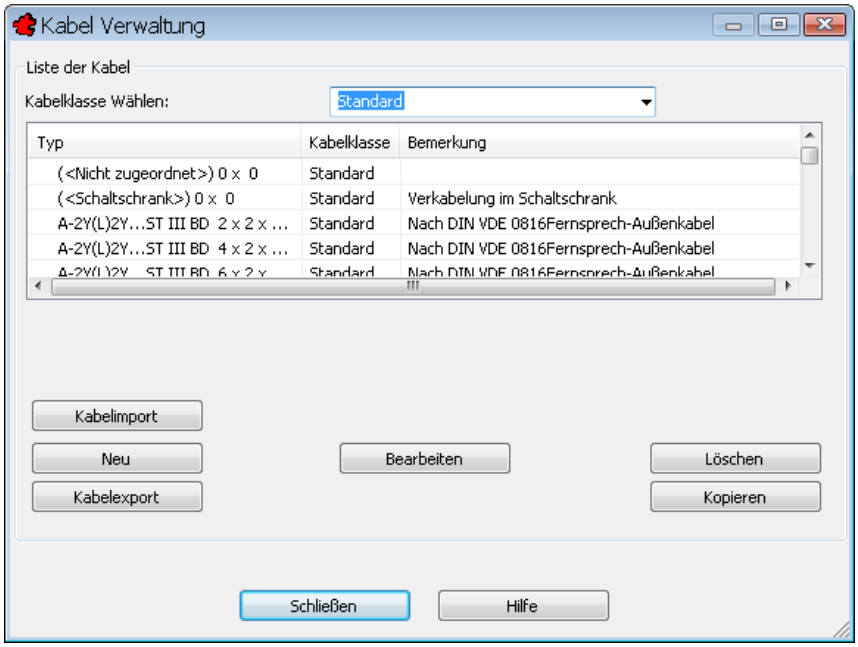

Bild 36.58 – Die Dialogbox *Kabel Verwaltung*
- Öffnen Sie die Kabelverwaltung über *Datei, Stammdaten, Kabel* (Abb. 36.58).
- Klicken Sie in der Dialogbox *Kabelverwaltung* auf *Kabelexport* (vgl. Abb. 36.58).
- Klicken Sie in der Dialogbox *Kabelverwaltung* auf *Kabelimport* (vgl. Abb. 36.58).